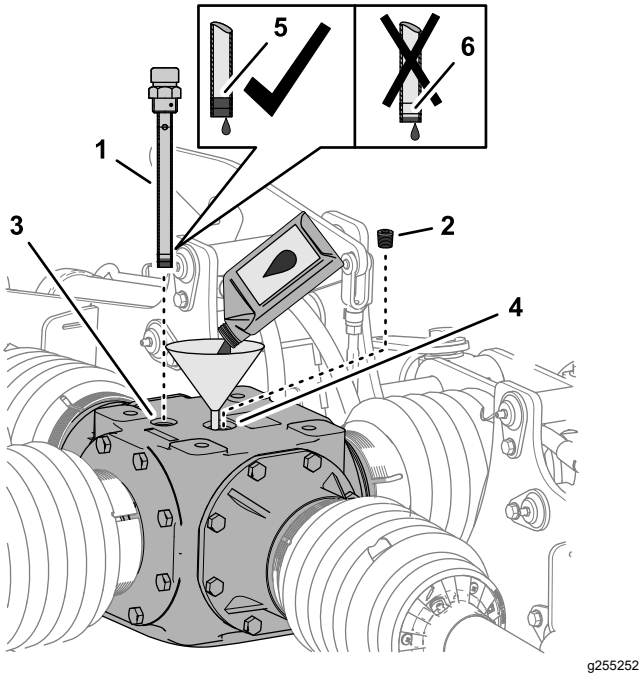

Figur 61
1. Ta ut mätstickan ur mätstickans öppning längst upp på mittväxellådan och torka av mätstickan (Figur 61).
2. Ta bort påfyllningspluggen från påfyllningsöppningen på växellådans ovansida (Figur 61).
3. Tillsätt 2 484 ml av angivet smörjmedel i växellådan genom påfyllningsöppningen (Figur 61).
4. Gänga fast mätstickan i öppningen, avlägsna mätstickan och kontrollera smörjmedelsnivån (Figur 61).
6. Gänga fast mätstickan i påfyllningsöppningen och dra åt mätstickan (Figur 61).
7. Montera påfyllningspluggen i påfyllningsöppningen och dra åt pluggen (Figur 61).